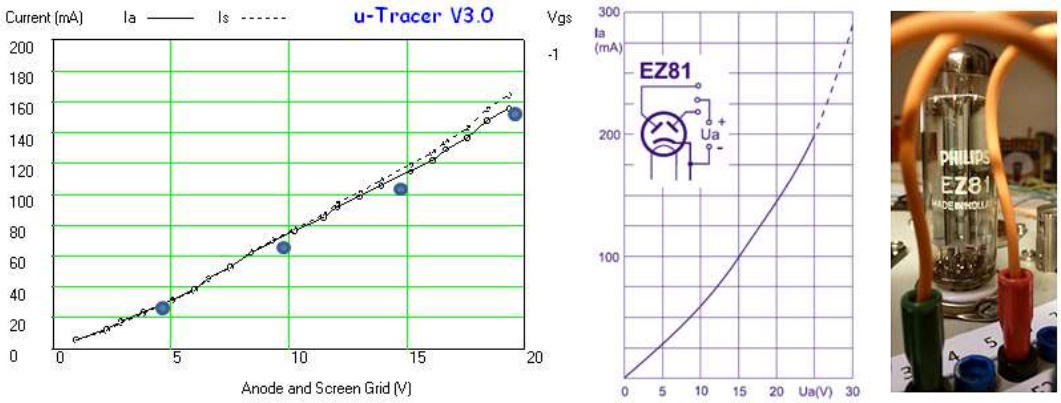

Abbildung 8.12.2 EZ81-Vollweggleichrichter getestet und mit Datenblatt verglichen.
In Abb. 8.12.2 wird die I (V)-Kurve der Dioden eines einzelnen EZ81 mit der Kurve aus einem der Datenblätter verglichen. Wie bei der Messung von Doppeltrioden ist eine der Anoden mit dem Anodenanschluss des µTracer verbunden, während die andere Anode mit dem Schirmanschluss verbunden ist. Auf diese Weise können beide Anodenströme innerhalb einer Messung verglichen werden.